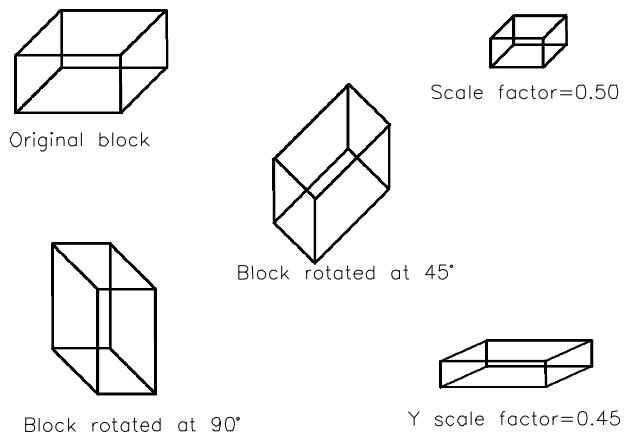

Figure 14-1 *Block with different specifications*
8. Blocks can have varying X, Y, and Z scale factors and rotation angles from one insertion to another (Figure 14-1).